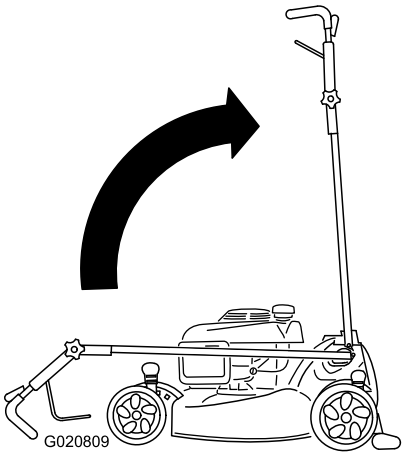

Figur 50
2. Sæt håndtaget i den lodrette position (Figur 50).